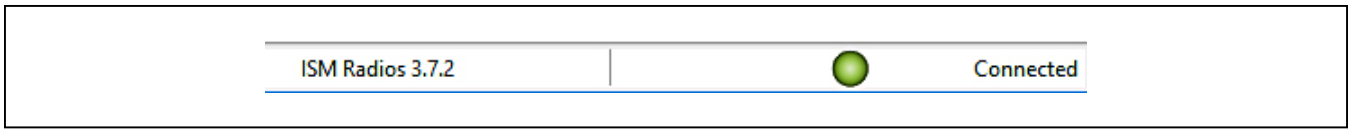

Figure 8. Connected, Indicators at Bottom of GUI
a. Select the appropriate COM port and click on the <Connect> button (see Figure 8).